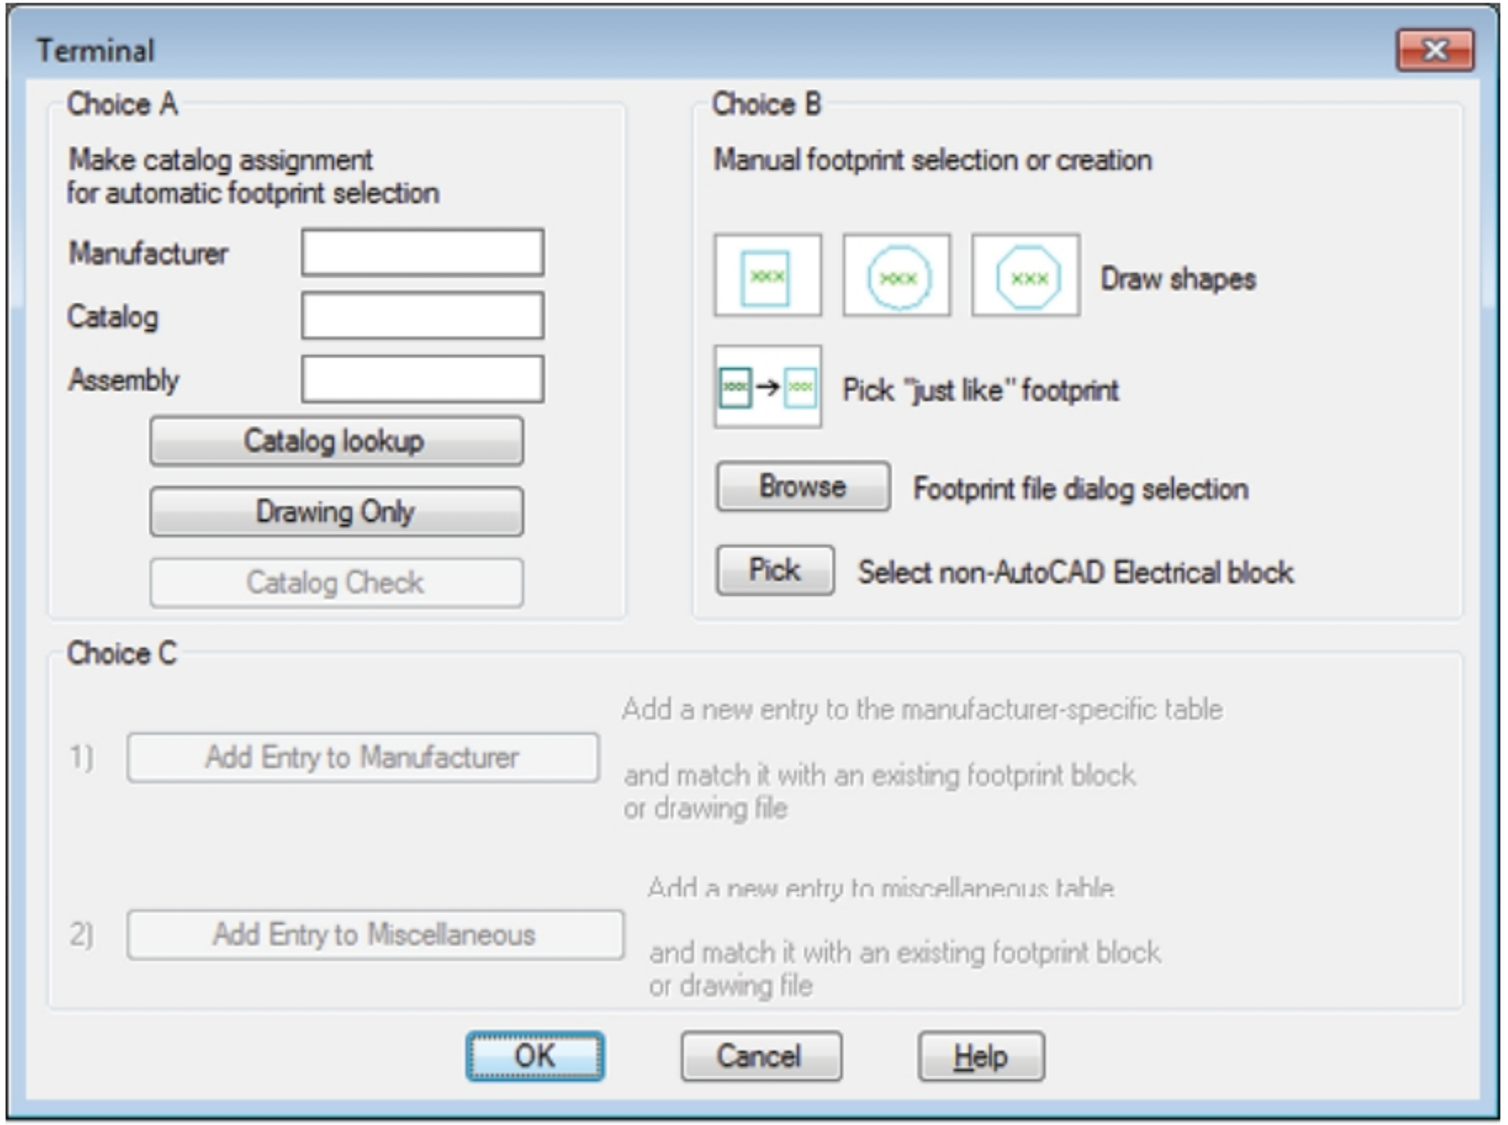

Figure-48. Terminal dialog box
- Click on the **OK** button. The terminals will get attached to cursor and you will be asked to specify insertion point. If the footprints are not assigned to the terminals earlier then the **Terminal** dialog box will be displayed; refer to Figure-48.